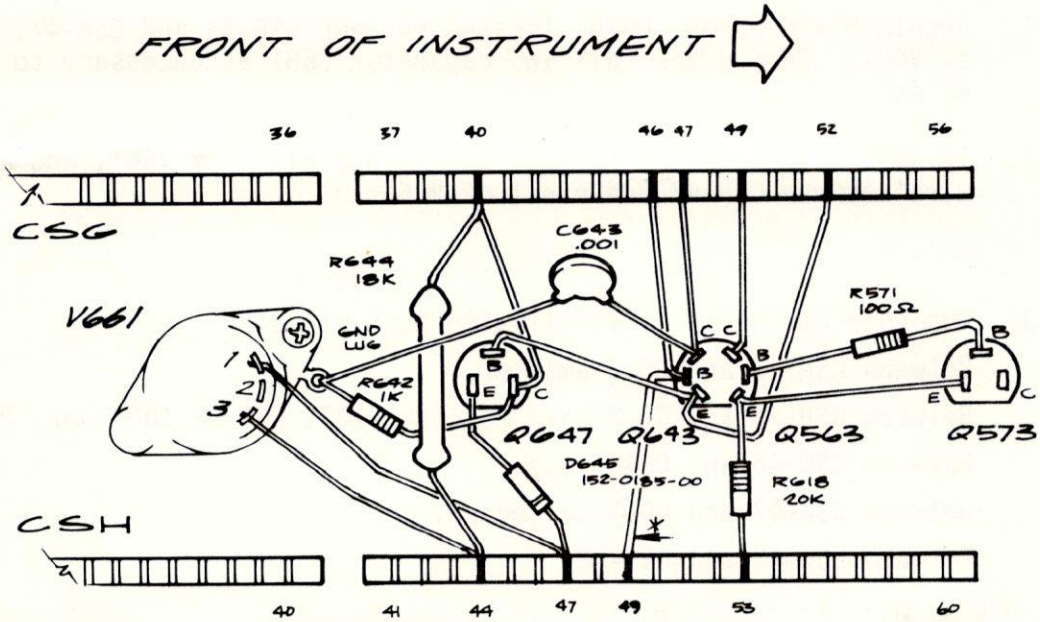

FIG. 8
( ) 6. Remove the Q643 silk-screening from both sides of the chassis, using lacquer thinner or similar solvent. When the modification is completed Q563 and Q643 will share the six-pin Q563 socket, and Q647 will occupy the old Q643 socket. The chassis may be marked accordingly if desired (see Figs. 8 and 9).
7. Solder the following wires and components as indicated in Fig. 8.